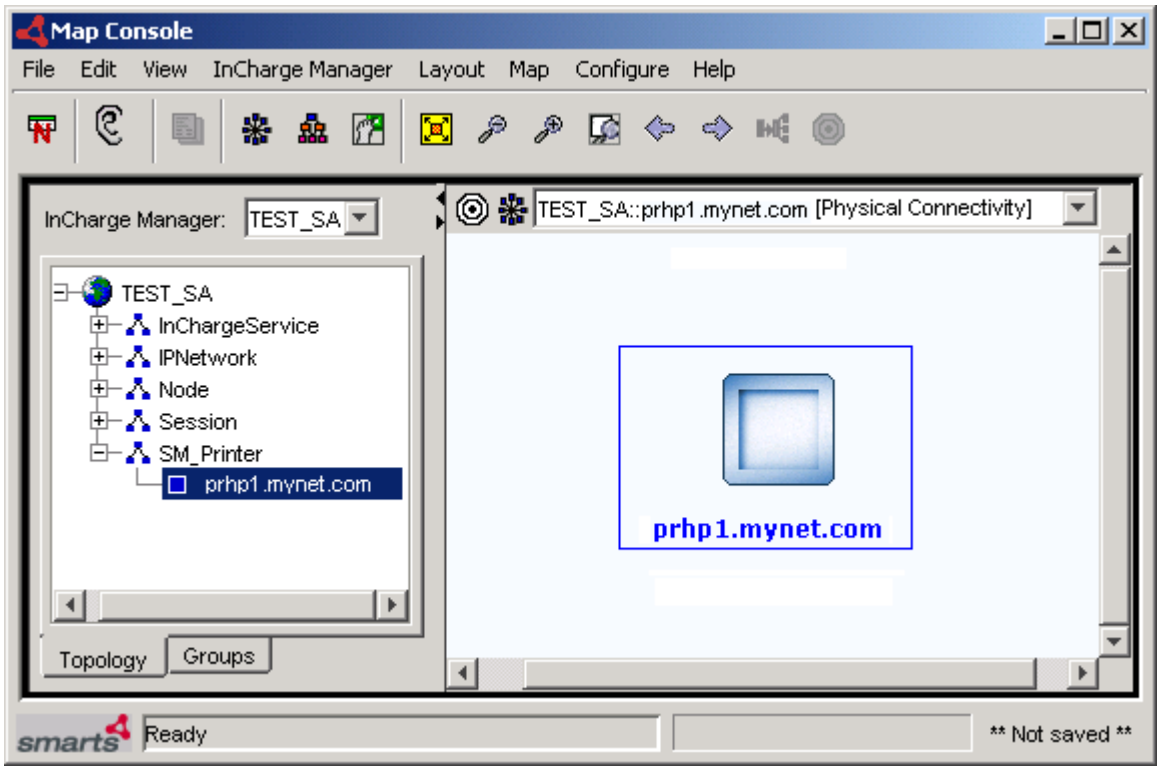

Figure 2-4 **Map view of the SM_Printer instance**
3. Right-click on the prhp1.mynet.com instance and select **Show Map.** The prhp1.mynet.com instance is displayed in a Map Console, as shown in Figure 2-4 on page 2-10.